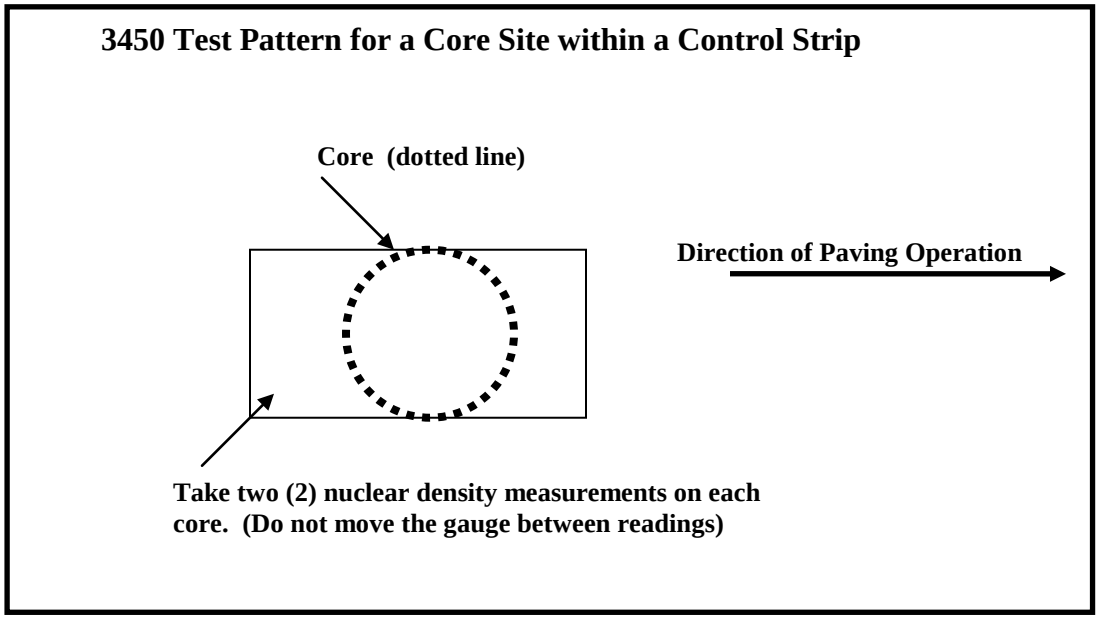

Figure 7
- Ensure the gauge does not "rock." It must remain level and steady. If rocking occurs, find a more suitable test site within a 3 foot radius. If you are taking a measurement at a core site in a Control Strip you may move the gauge up to 12 inches away from the site to level the gauge. Cut the core from within the gauge foot print. Figure 7 shows a typical configuration for obtaining gauge measurements on a core within a Control Strip.